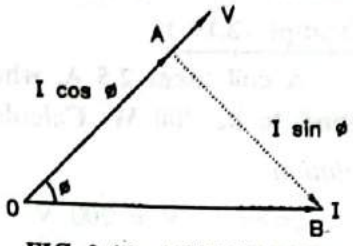

**FIG. 2.46 : ACTIVE AND REACTIVE COMPONENTS OF CURRENT**
- Fig. 2.46 shows the phasor diagram in which current $I$ is lagging behind the voltage $V$ by an angle $\phi$.